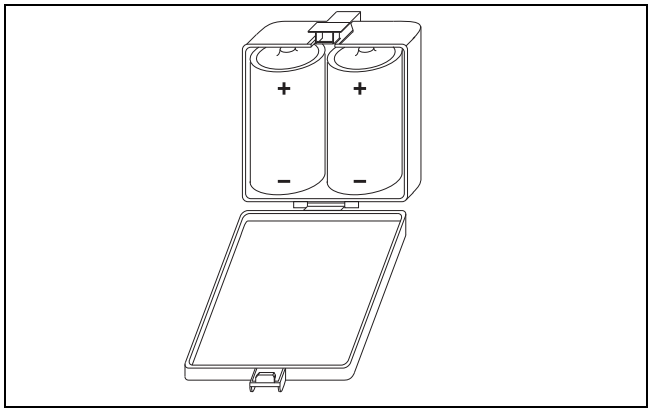

Rys. 7 Zakładanie baterii
- Prawidłowo założyć dwie dostarczone w komplecie baterie (rys. 7) typu R20 1,5 V (AA).